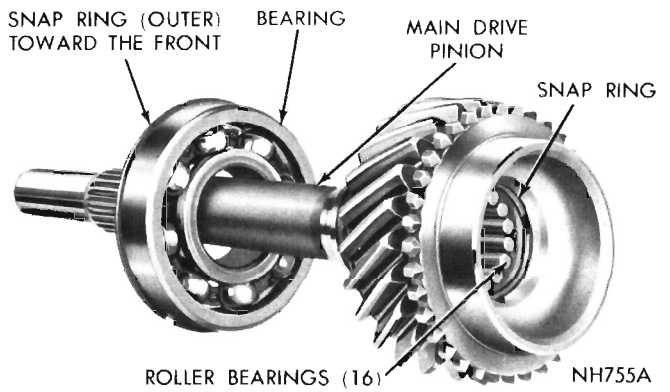

Fig. 36—Main Drive Pinion and Bearing Assembly
(5) Press main drive pinion bearing on pinion shaft. Be sure outer snap ring groove is toward front (Fig. 36). Seat bearing fully against shoulder on gear.